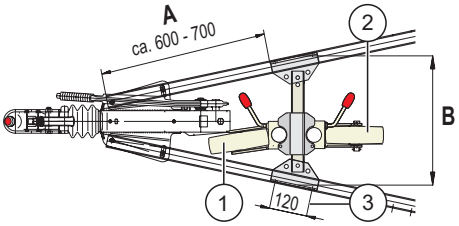

Bild 2
a. Anbau-Bereich ca. 600-700 mm von Anfang Zuggabelholm (*Bild 2* -**A**)
d. Freiraum für Stützrad prüfen (*Bild 2* -**1** bzw. **2**)
- Bohrungen anbringen Ø 12,5 +0,5 (*Bild 2* -**3**):